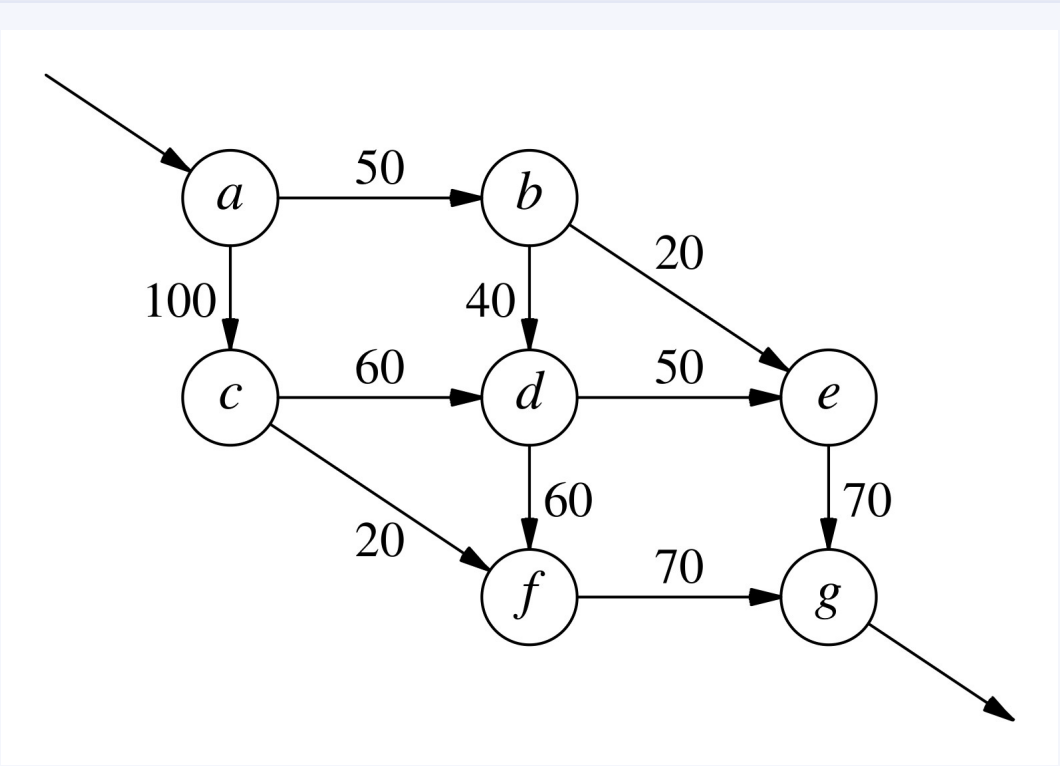

図15-5　交通流ネットワーク（数字は毎時の容量）
- 同じネットワーク図（図15-5）を使い、容量を移動時間 time に読み替える